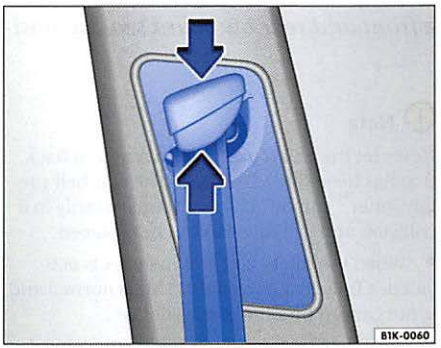

Fig. 20 Location of manual belt height adjuster
– Keep the strap guide squeezed in the direction indicated by the arrows ⇒ fig. 20.